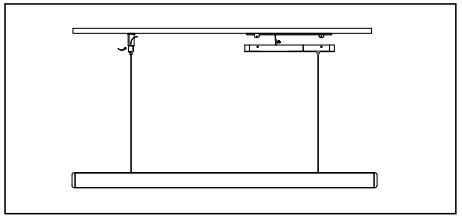

Рис. 4
5.13 Закрепите корпус драйвера на монтажной пластине с помощью винтов (рис. 4).